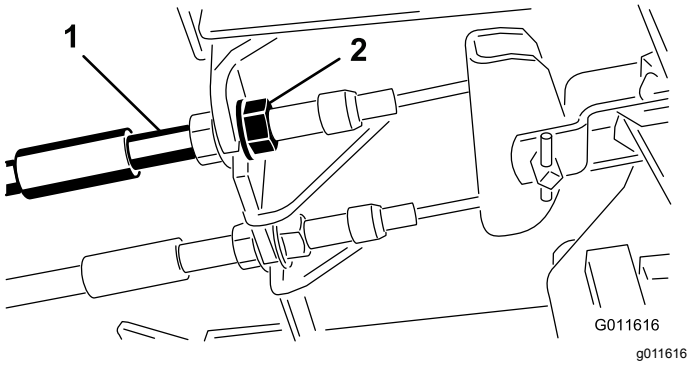

**Figur 97**
1. Tilspænd bremserne for at reducere bremsepedalernes frie vandring ved at løsne den forreste møtrik på bremsekablets gevindende (Figur 97).